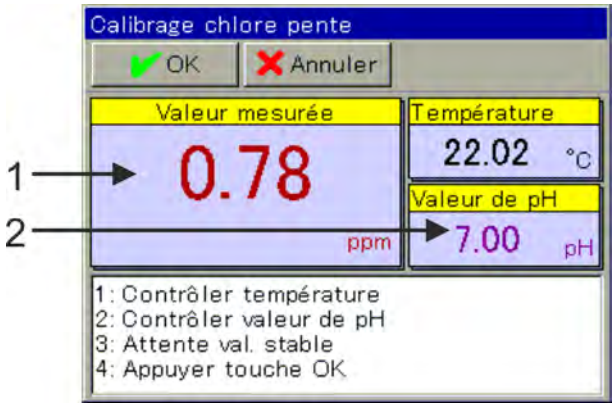

Fig. 84: Étalonnage pente/chlore : Saisie de la valeur pH
3. Contrôlez les valeurs affichées des grandeurs d'influence de la valeur pH et de la température. La capture automatique indépendante des deux grandeurs d'influence peut être configurée dans les préréglages d'étalonnage. En cas de capture automatique, la grandeur d'influence correspondante est affichée. Elle ne peut pas être modifiée ici. En l'absence de capture automatique, la grandeur d'influence correspondante doit être saisie manuellement ici. Voir Fig. 84 . Patientez jusqu'à l'affichage d'une valeur de mesure stable et contrôlez la valeur pH affichée. Confirmez ensuite en appuyant sur « OK ».